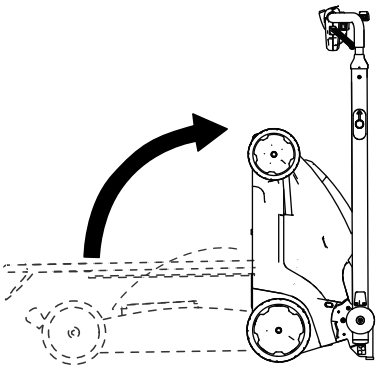

Rysunek 22
5. Przechyl maszynę do tyłu i wtocz ją, trzymając za uchwyt, do miejsca magazynowania (Rysunek 22).